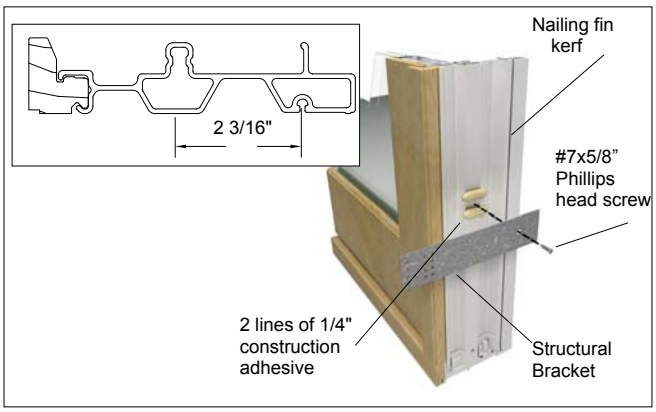

Figure 3 Sliding Patio Door, Sliding French Door.
1. Carefully drill a 3/32″(2) pilot hole through the first layer of the Ultrex frame.
2. Apply two 1/4″(6) beads of construction adhesive on frame where brackets will be placed. See figure 3. Attach bracket to head jamb or side jambs with one #7 x 5/8″ Phillips flat head screw as shown in figure 3.